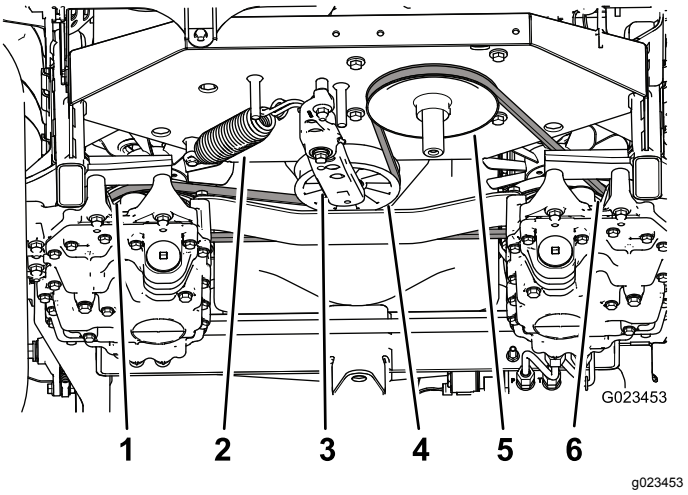

Figur 56
3. Brug en skralde i det firkantede hul i spændearmen som en modvægt mod spændefjederen (Figur 56), og fjern remmen fra spænderemskiven.
4. Tag spændefjederen af spændearmen og stellet (Figur 56).
9. Monter fjederen på spændearmen og stellet (Figur 56).